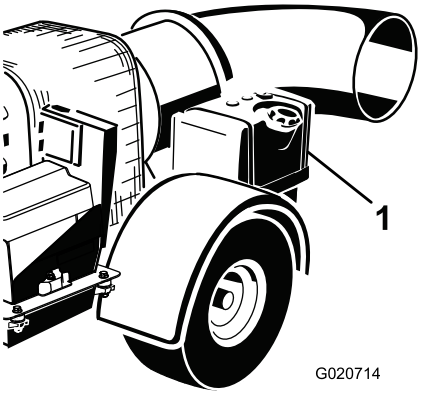

Figuur 9
2. Reinig de omgeving van de dop van de hydraulische tank en verwijder de dop (Figuur 9).